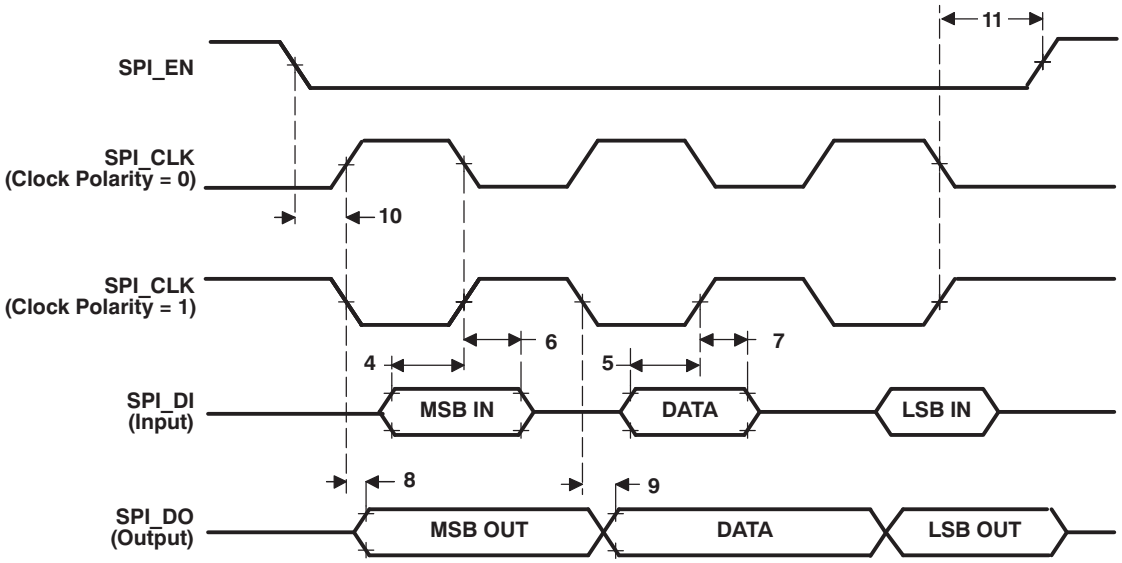

Figure 5-37. SPI Master Mode External Timing (Clock Phase = 0)
Table 5-29. Timing Requirements for SPI Master Mode [Clock Phase = 0] (1)(see Figure 5-37)
Table 5-30. Switching Characteristics Over Recommended Operating Conditions for SPI Master Mode [Clock Phase = 0] (see Figure 5-37)